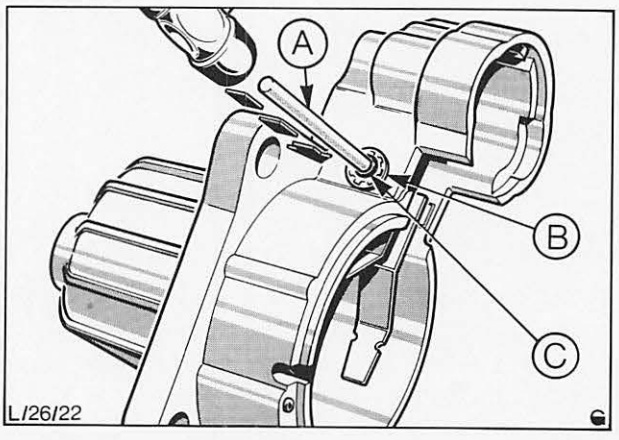

Abb. 20 Drehbolzen heraustreiben
7. Drehbolzen der Einrückgabel aus dem Antriebslagerschild heraustreiben, Abb. 20. Dabei verbiegt sich die Zahnsicherung, die anschließend verschrottet werden muß.